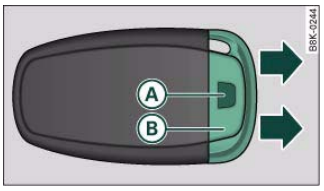

Fig. 31 Remote control key: Removing the emergency key
– Press the release button (A) ⇒ fig. 31.
– Pull the emergency key (B) out of the remote control key.